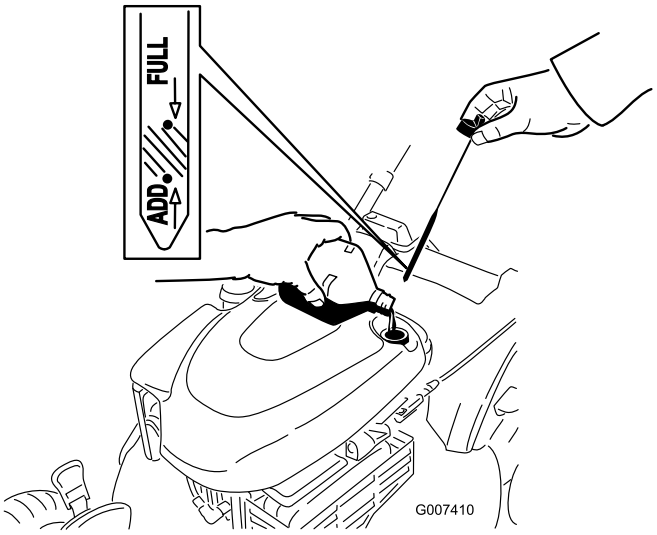

Figur 13
1. Ta ut peilestaven, rengjør den og sett den deretter på plass igjen (Figur 13).
2. Ta ut peilestaven, og kontroller oljenivået (Figur 13). Hvis oljenivået er lavere enn **Add**-merket på peilestaven, hell olje sakte inn i oljepåfyllingsrøret for å heve oljenivået til **Full**-merket på peilestaven. **Fyll ikke på for mye.** (Maks. påfyll: 0,59 l, type: SAE 30 rensende bilolje med API-serviceklassifisering SF, SG, SH, SJ, SL eller høyere.)